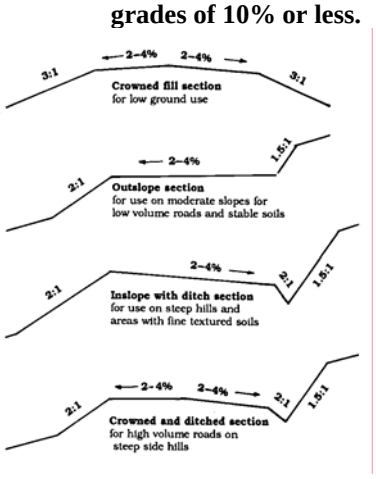

Figure 2- **Typical Road Cross-Sections**
- Install cross drainage according to *Figure 2*.